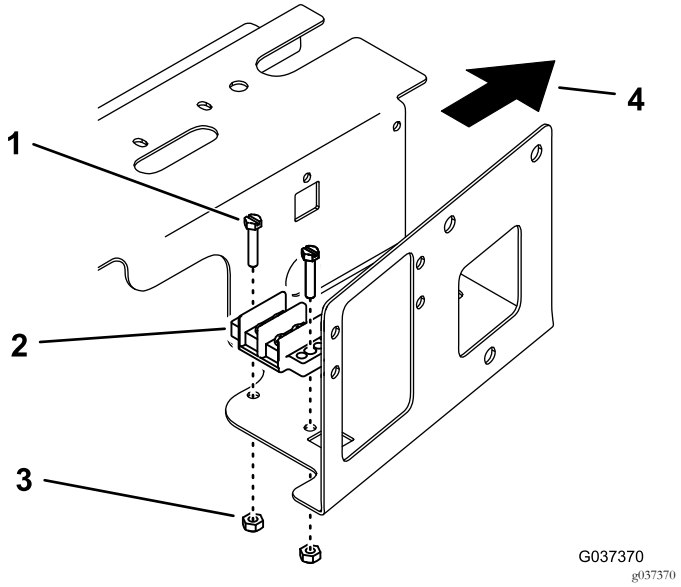

Figur 3
2. Montera den jordade uttagsplinten längst ned på höljet med två skruvar och två låsmuttrar (Figur 3).